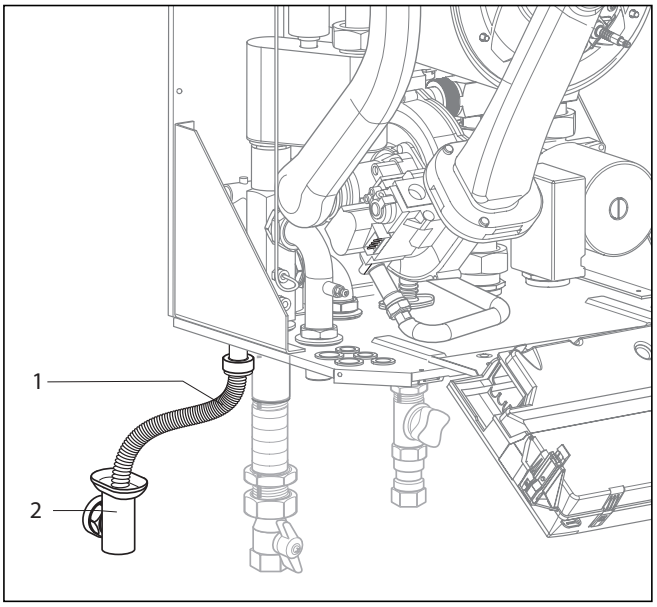

Рис. 4.8 Слив конденсата
- Снимите переднюю обшивку аппарата и откиньте блок электроники (1) вперед.
- Отсоедините заднюю крышку (2) блока электроники в точках (3) и поднимите крышку вверх (см. рис. 4.8).
- Проведите соединительные кабеля подключаемых компонентов через кабельные вводы (4) слева на нижней стороне аппарата.